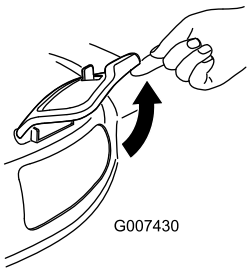

Figur 28
2. Lyft upp sidoutkastarluckan (Figur 28).